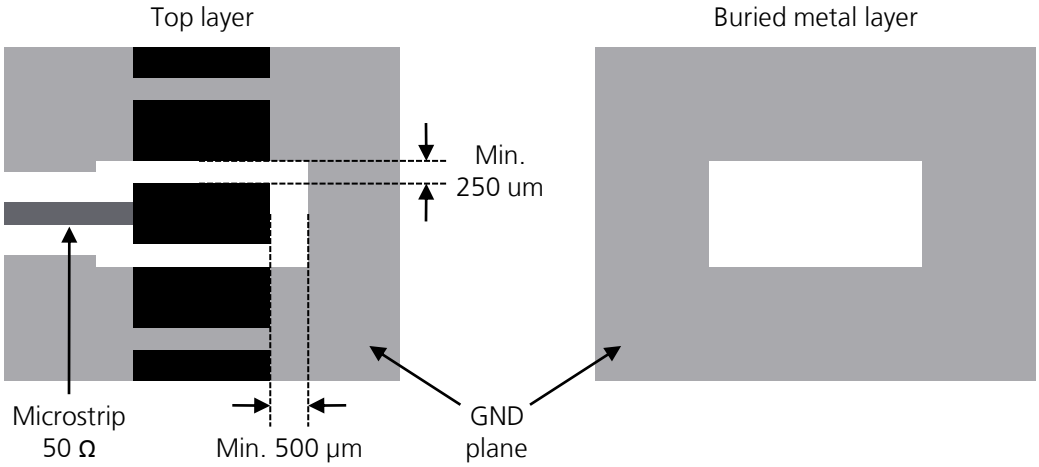

Figure 41: GND keep-out area on the top layer around the ANT pad and on the buried metal layer below the ANT pad
- Increase GND keep-out (i.e. clearance) for **ANT** pin to at least 250 µm up to adjacent pads metal definition and up to 500 µm on the area below the Data Module, as described in Figure 41
- Add GND keep-out (i.e. clearance) on buried metal layers below **ANT** pad and below any other pad of component present on the RF line, if top-layer to buried layer dielectric thickness is below 200 µm, to reduce parasitic capacitance to ground (see Figure 41 for the description keep-out area below **ANT** pad)